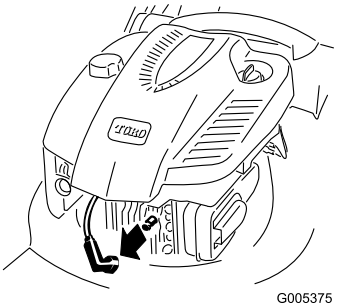

Figuur 27
2. Trek de bougiekabel los van de bougie (Figuur 27) voordat u onderhoudswerkzaamheden uitvoert.